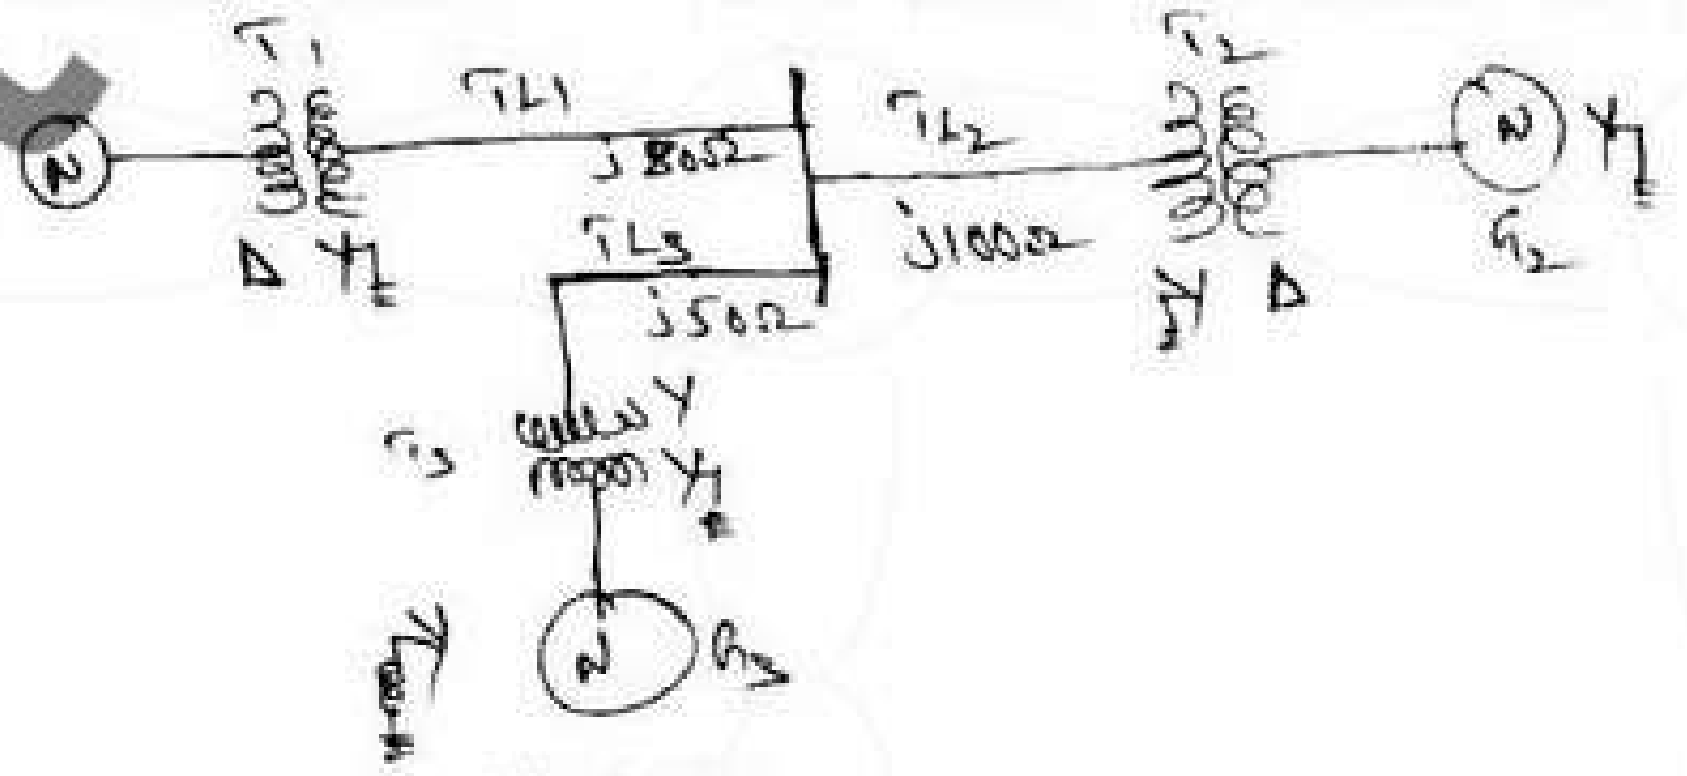

Fig.Q2(b) **(12 Marks)**
b. The one line diagram of an unloaded generator is shown in Fig.Q2(b). Draw the PU reactance diagram. Choose a base of 50 MVA, 13.8 KV in the circuit of generator G_1. The ratings are as follows: